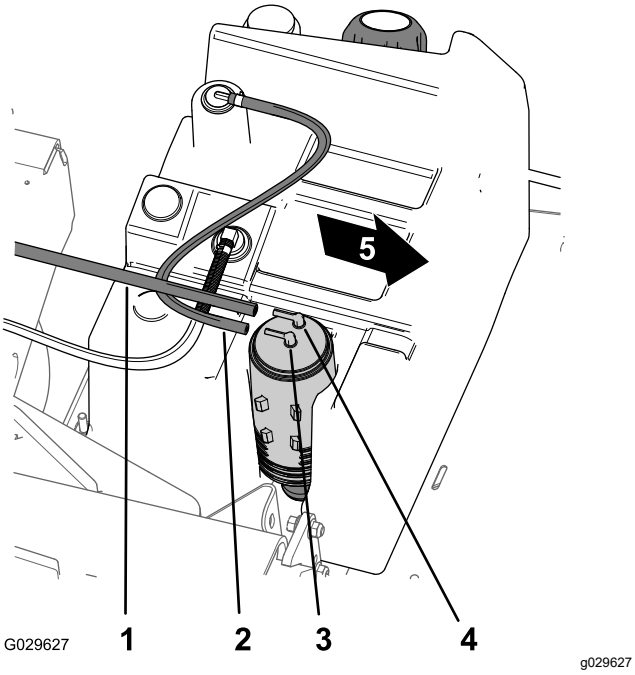

Figur 49
1. Koppla bort vakuumslangen från kopplingen på kolkanistern som är märkt ”Purge” (Figur 49).
2. Koppla bort bränsletanksslangen från kopplingen på kolkanistern som är märkt ”Fuel Tank” (Figur 49).
8. Anslut vakuumslangen till kolkanisterns koppling som är märkt ”Purge” och bränsletanksslangen till kopplingen som är märkt ”Fuel Tank” (Figur 49).